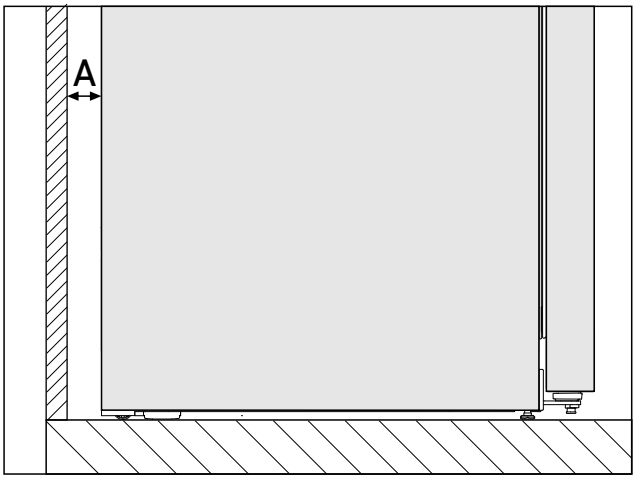

*Fig. 3 **
Het energieverbruik is bepaald met een afstand tot de muur *Fig. 3 (A)* tussen de apparaatachterzijde en wand bepaald. Als de wandafstand minder dan *Fig. 3 (A)* is, heeft dit geen invloed op de werking van het apparaat. Bij een kleinere wandafstand kan het energieverbruik iets toenemen en kan er condensvorming op de achterwand van het apparaat optreden.*